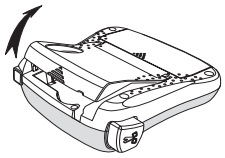

Rysunek 3
1. Unieś klapkę kasetki z taśmą, aby otworzyć przegródkę na taśmę. Zobacz: Rysunek 3.